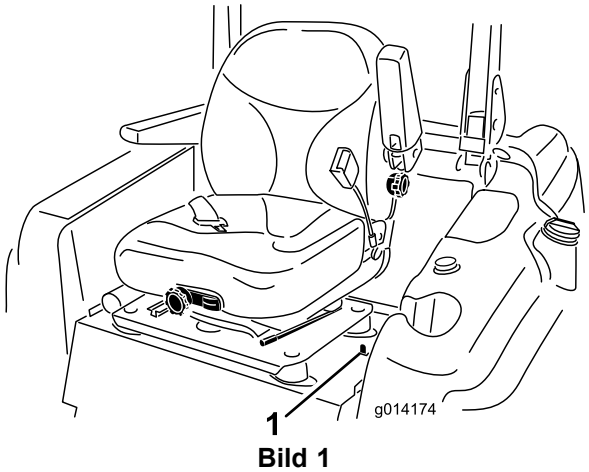

Bild 1
4. Bewegen Sie den Hebel auf der linken Seite des Sitzes nach hinten, um den Sitz zu entriegeln, und ziehen Sie den Sitz oben nach vorne, bis die Sitzriegel an der Stützplatte des Sitzes einrasten (Bild 1).